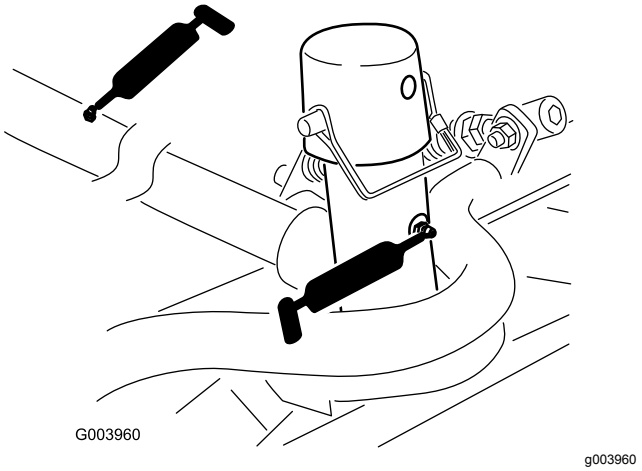

Figur 40
- Bæreramme og dreietapp for klippeenhet (2 hver) (Figur 40)